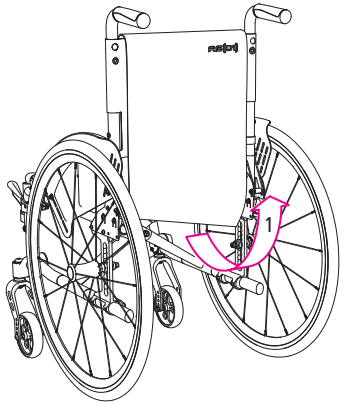

fig. 4
1. Aprire la chiusura in velcro posta sull'estremità inferiore del cuscino schienale (sotto la seduta) (1, fig. 4).